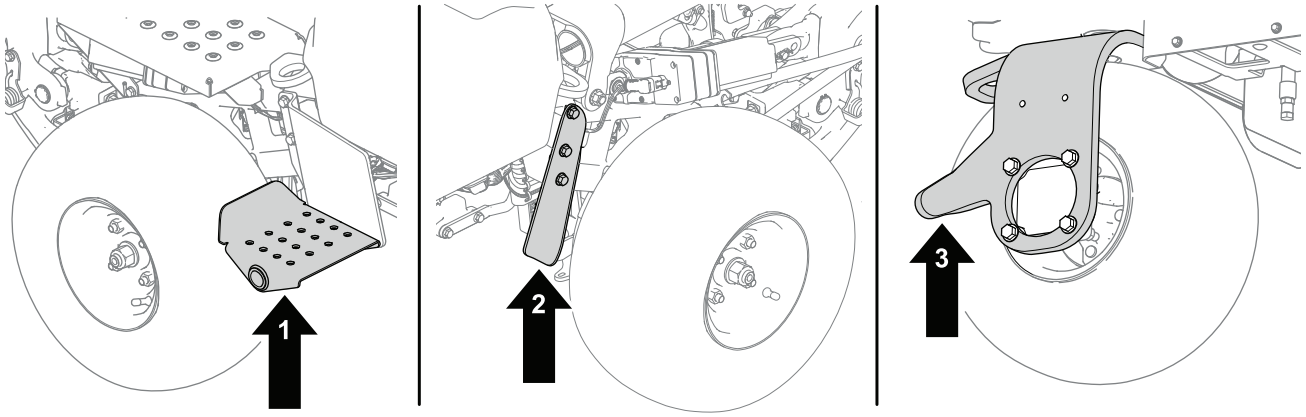

Figur 35
1. Anbring en donkraft på det ønskede donkraftpunkt (Figur 35):